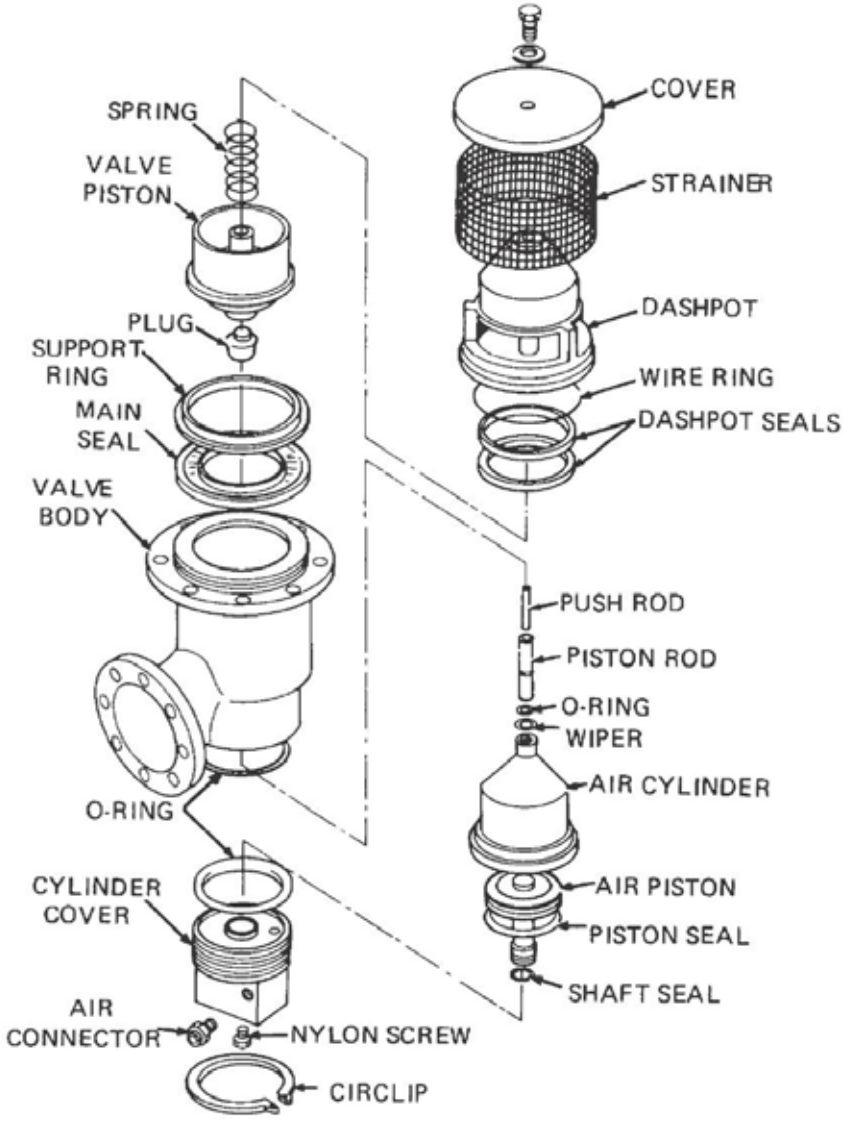

Figure 24 Tank Foot Valve – Exploded View
a. Remove the bolt, washer and cover securing the strainer to the top of the valve (Figure 24), and remove the strainer.
b. Apply silicone grease (XG-315) to new dashpot seals then install the new seals into the dashpot with the seals orientated as shown in (Figure 24).
Ensure that the seals are correctly orientated (Figure 24).